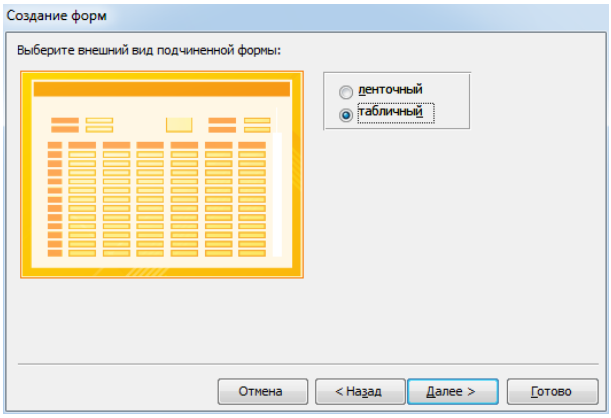

Рис. 3.21. Определение внешнего вида формы
4. На следующих двух этапах определяется внешний вид и имя формы (рис. 3.21, 3.22). Для того чтобы просмотреть, как будет выглядеть созданная форма, и определить, какие объекты необходимо откорректировать, рекомендуется установить опцию *Открыть форму для просмотра и ввода данных*.